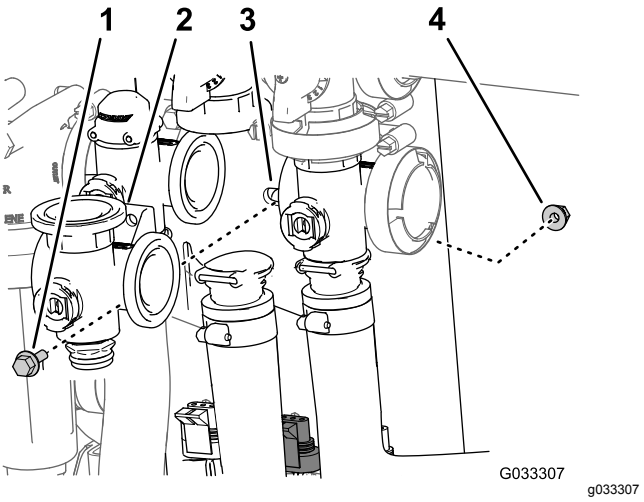

**Figuur 65**
3. Verwijder de flenskopbout en flensborgmoer waarmee de mengklep is bevestigd aan de klepbevestiging en verwijder de verdeler uit de machine (Figuur 65).